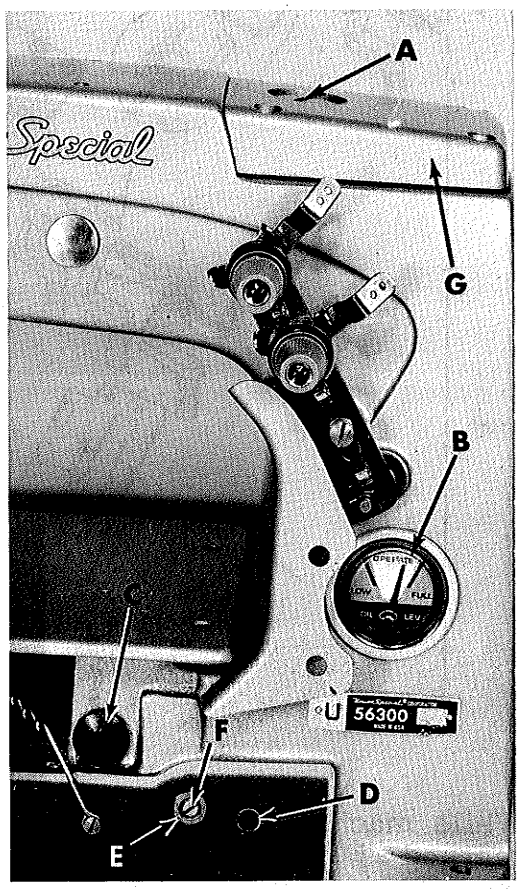

Fig. 2
CAUTION! Oil has been drained from the main reservoir before shipment, so the reservoir must be filled to the proper lever as indicated on oil gauge (A, Fig. 1 or B, Fig. 2) before beginning to operate. Run machine slowly for several minutes to distribute the oil to the various parts. Full speed operation can then be expected without damage.
Use a straight mineral oil of a Saybolt viscosity of 90 to 125 seconds at 100° Fahrenheit in the main reservoir. This is equivalent to Union Special specification No. 175. Fill main reservoir at plug screw in upper crank chamber cover (A, Fig. 2) and check oil level at gauge (B). Oil is at maximum safe operating level when needle is to the black line, located to the right of "OPERATE" zone, marked "FULL". Oil should be added when needle is to the black line, located to the left of "OPERATE" zone, marked "LOW". See paragraph under "Changing Stitch Length" in Catalog No. 129 M, Fourth Edition, for repacking feed rocker bearings.
For machines in operation check the oil for lint deposits at reasonable intervals. If dirty, change the oil. An oil change is recommended every 2000 operating hours. Oil may be drained from main reservoir by removing plug screw (C, Fig. 2) located below the cloth plate at front of the machine, or by removing the lower crank chamber cover, located at the back of machine.
2. Remove the oil reservoir plug screw (C, Fig. 2) and tip machine forward to drain oil from the reservoir.
5. Fill main reservoir to a level even with the bottom contour of the knee press shaft bushing (D, Fig. 2).
6. Loosen lock nut (E) on calibrating screw (F), and turn the screw to the left or right until the gauge needle rests on the black line, located to the left of "OPERATE" zone, marked "LOW".
7. Tighten lock nut (E) and replace plug screw (C) and lower crank chamber cover.